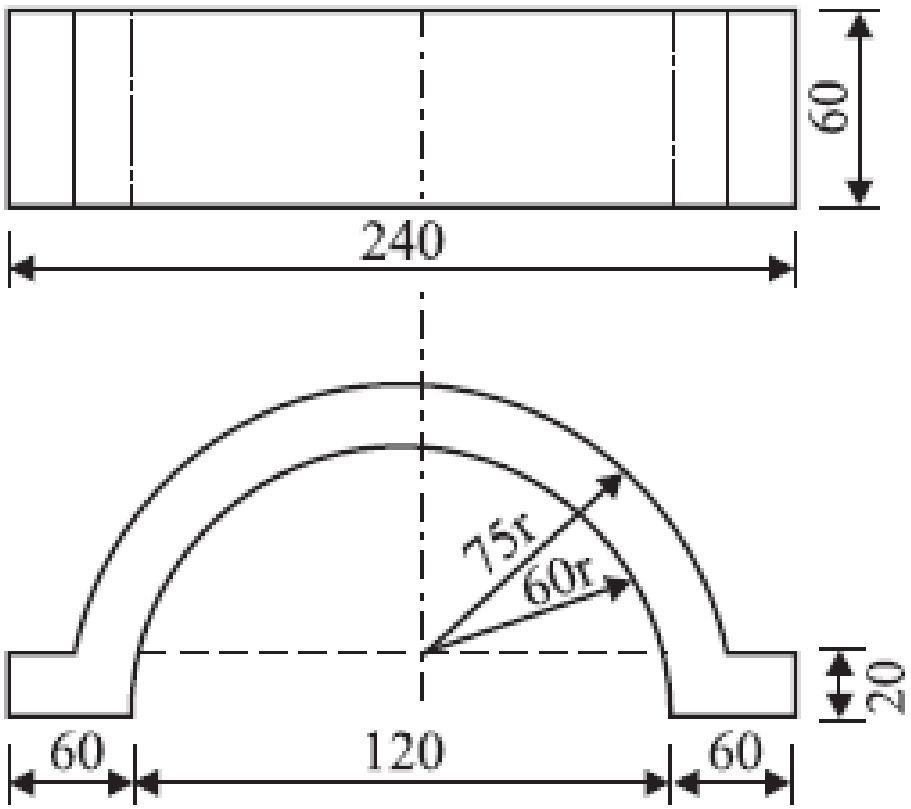

Fig. 5.1. All dimensions are in mm.
1.Calculate the total cost of CI (Cast Iron) cap shown in Fig. 5.1, from the following data :